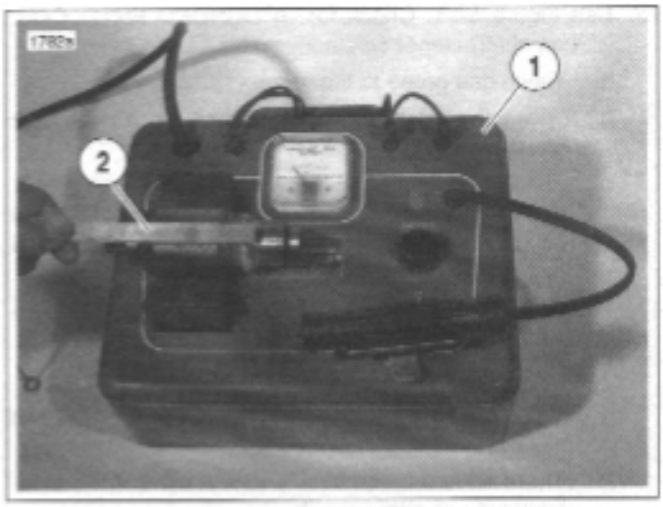
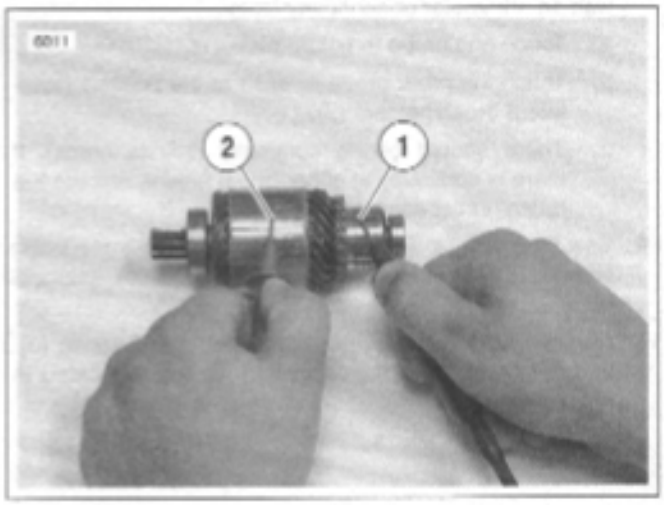
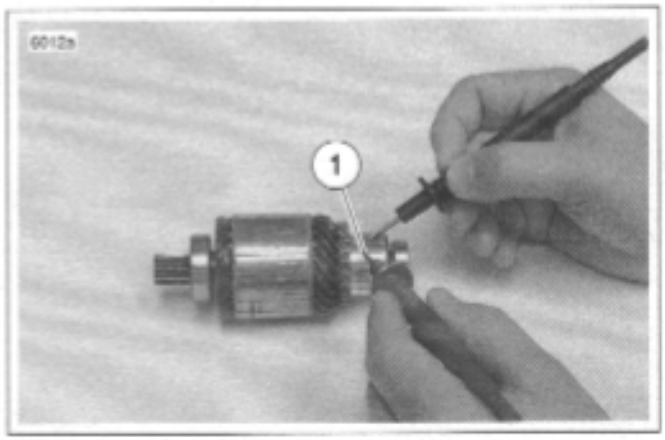

Figure 5-18. Shorted Armature Test Using Growler
Figure 5-19. Grounded Armature Test
Figure 5-20. Open Armature Test
9. See Figure 5-18. Check for SHORTED ARMATURE with a growler.
a. Place armature on growler (1).
b. Hold a thin steel strip (2) (hacksaw blade) against armature core and slowly turn armature.
10. See Figure 5-19. Check for a GROUNDED ARMATURE with an ohmmeter or continuity tester.
a. Touch one probe to any commutator segment (1).
b. Touch the other probe to the armature core (2).
11. See Figure 5-20. Check for OPEN ARMATURE with an ohmmeter or continuity tester.
a. Check for continuity between all commutator segments (1).